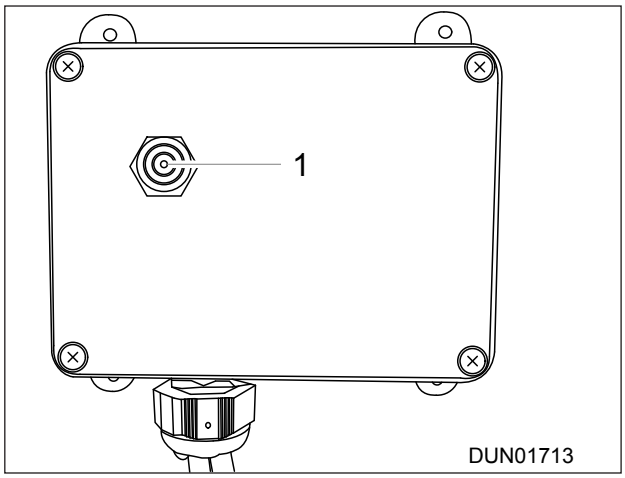

Figure 7.43 - Radio Tipping/Vibrating Grid Receiver
1. To operate the grid without using the Transmitter, the two-position toggle switch (Item 1) on the side of the receiver as shown in Figure 7.43, can be used.